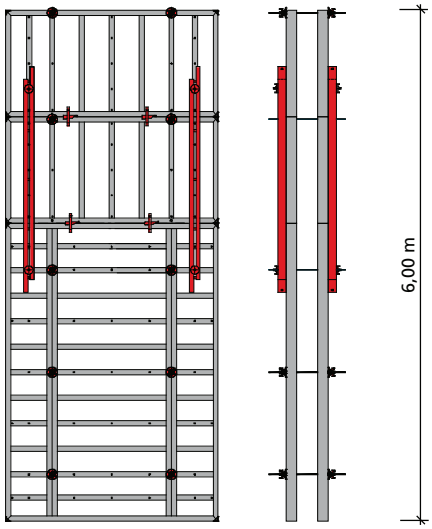

Abb. 47.1
- Wird mit 2 maximal 1,25 m breiten Elementen horizontal auf maximal 6,00 m Höhe aufgestockt, kann unter Einsatz von 2 Richtschienen RS 250 auf die Ankerlage des unteren Aufstockelements verzichtet werden (Abb. 47.1).